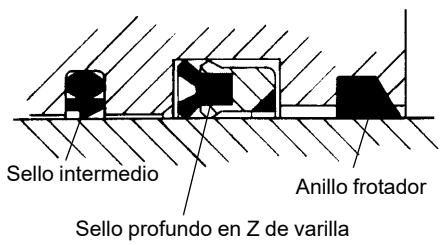

FIGURA 2-46
1. Instale los anillos de desgaste, el sello intermedio, el sello de varilla y el anillo frotador de repuesto en el interior de la cabeza (Figura 2-46). Asegúrese de que la parte escalonada del sello intermedio esté alejada de los anillos de desgaste. Asegúrese de que la ranura del borde del sello profundo en Z de varilla esté más cerca a los anillos de desgaste.